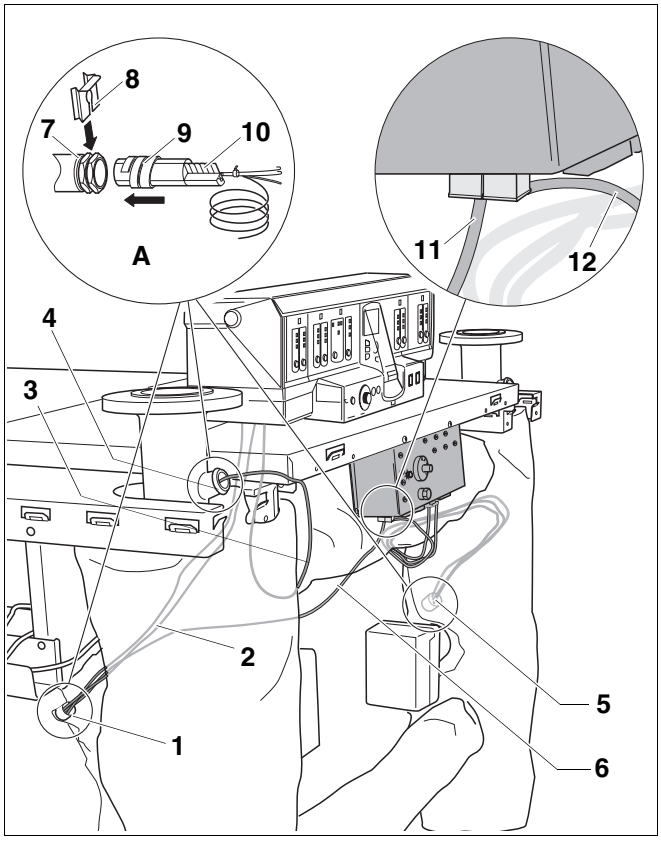
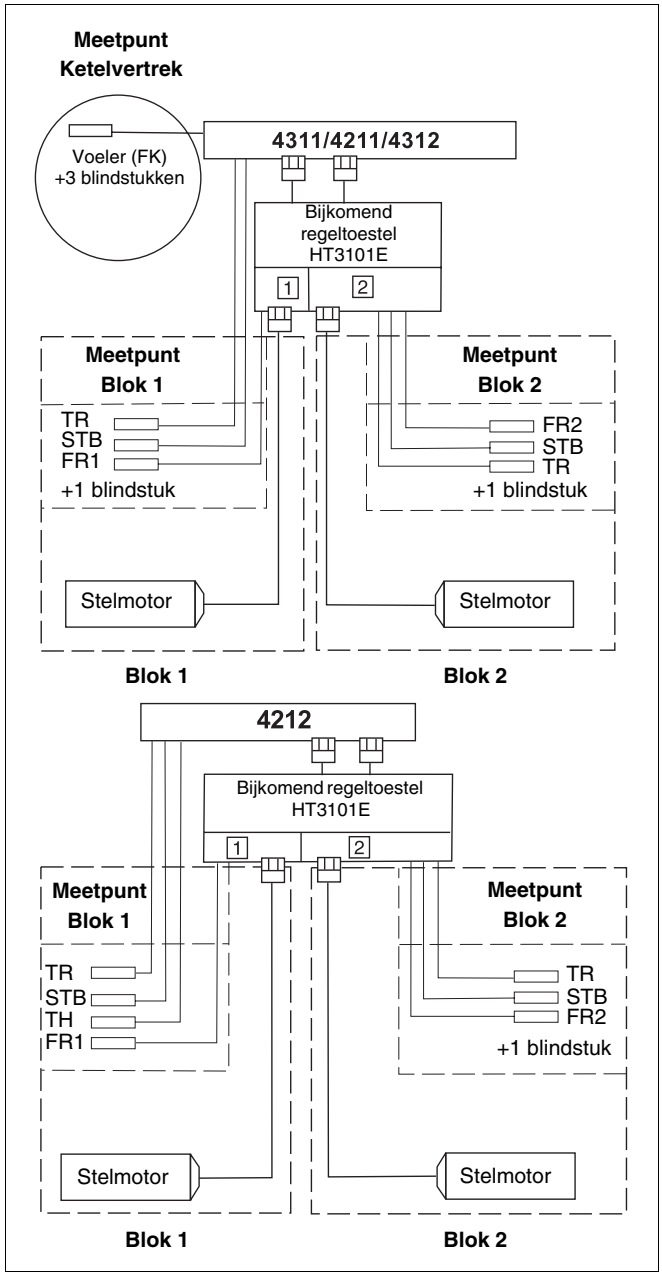

Afb. 79 Bijkomend regeltoestel HT3101E aansluiten
Afb. 80 Aansluitschema bijkomend regeltoestel
- De aansluitstekkers van de beide temperatuurvoelers FR1 en FR2 moeten ingestoken worden aan het bijkomend regeltoestel en mogen niet verwisseld worden (afb. 79, **pos. 11** en **pos. 12**).
- Voer de voelerleiding FK (afb. 79, **pos. 3**) van het regeltoestel Logamatic samen met de 3 blindstukken in de dompelhuls van het meetpunt van het ketelvertrek (afb. 79, **pos. 4**).
- Bundel de TR en STB (afb. 79, **pos. 2**) van het regeltoestel Logamatic en de voelerleiding FR1 (afb. 79, **pos. 6**) van het bijkomend regeltoestel samen met het blindstuk en de compensatieveer in uw hand.
- Voer het complete voelerpakket dan tot aan de aanslag in de dompelhuls van het meetpunt van ketelblok 1 (afb. 79, **pos. 1**).
- Voer het voelerpakket van het meetpunt van het 2e ketelblok (van het bijkomend regeltoestel) in de dompelhuls van het meetpunt van het 2e ketelblok (afb. 79, **pos. 5**).
Inbouw in de dompelhuls (afb. 79 **loep A**)
- Steek de temperatuurvoeler tot aan de aanslag in de dompelhuls (afb. 79, **pos. 7**, meetpunt).
- De kunststofspiraal (afb. 79, **pos. 9**) schuift daarbij automatisch terug. De compensatieveer (afb. 79, **pos. 10**) moet mee in de dompelhuls (afb. 79, **pos. 7**) geschoven worden.
- Druk de voelerzekering (afb. 79, **pos. 8**, leveringsomvang regeltoestel) langs de zijkant of langs de bovenkant op de kop van de dompelhuls.
- Controleer de aansluiting van het voelerpakket conform het bovenstaande aansluitschema van de afb. 80.
- Bij een regeling voor constante temperatuurregeling moet u het blindsstuk van het voelerpakket van de Logamatic 4212 vervangen door de voeler FR1 (die van het bijkomend regeltoestel komt). Dit voelerpakket moet u in de dompelhuls van het meetpunt van blok 1 invoeren (afb. 79, **pos.** 1 en afb. 80).
- Voer het voelerpakket van het meetpunt van blok 2 (van het bijkomend regeltoestel) in de dompelhuls van het meetpunt van blok 2 (afb. 79, **pos. 5**).
- Controleer de aansluiting van de voelerpakketten conform het onderstaande aansluitschema van de afb. 80.